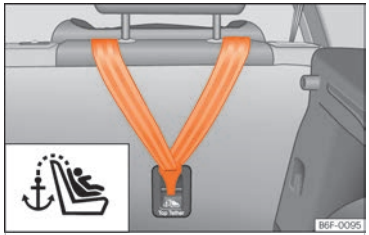

Fig. 41 Parte posterior de los asientos traseros: argollas de sujeción para el cinturón Top Tether.
- Deslice la correa y fíjela correctamente con el anclaje de la parte posterior del respaldo ››› fig. 41.